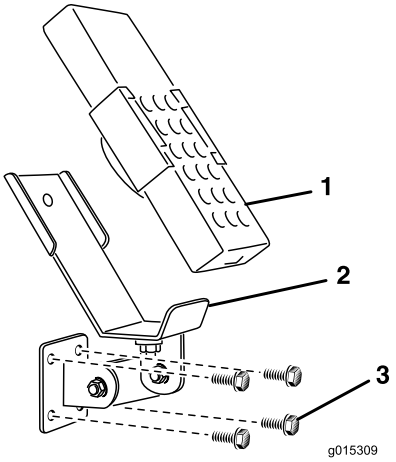
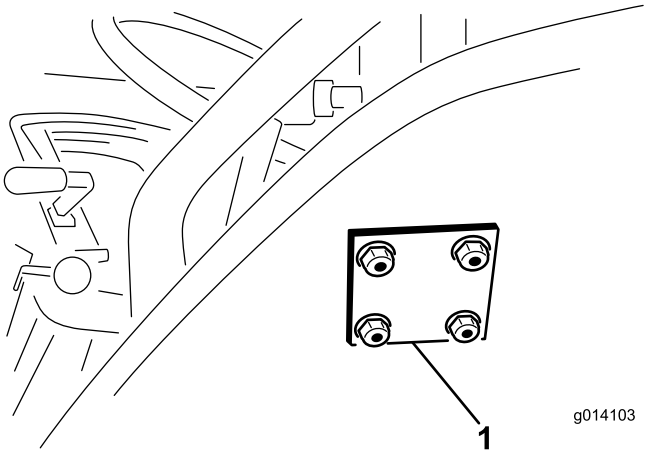

Figur 12
Figur 13
3. Brug bagpladen som skabelon til at finde, markere og bore (4) huller med diameter på 8,7 mm i bugseringskøretøjets monteringsoverflade.
4. Fastgør monteringsbeslaget og bagpladen med (4) 5/16 x 1-1/2 tommes flangehovedbolte og flangelåsemøtrikker (Figur 12 og Figur 13).